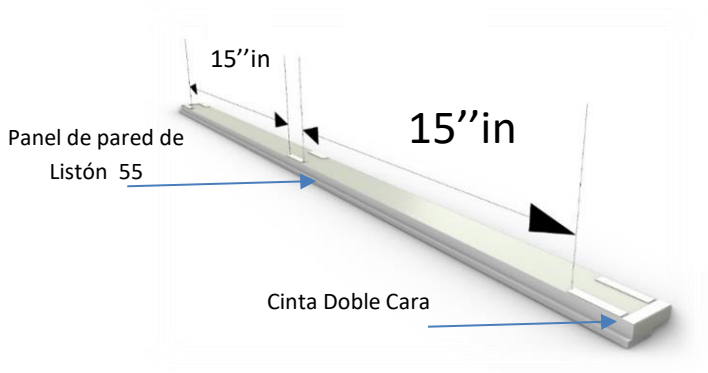

figura 2
b) En la parte posterior de la barra que estará en contacto con la pared, aplicar líneas de Adhesivo de gran resistencia entre las roturas de la cinta de doble cara. Ver figura 2 a continuación;